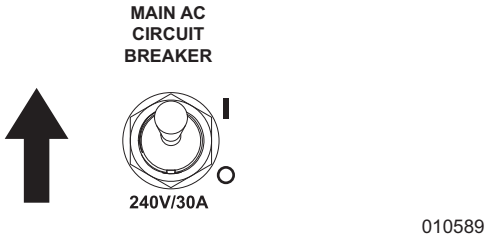

Figure 3-14. Main AC Circuit Breaker ON (I)
2. See ***Figure 3-14***. Switch main circuit breaker to ON (I).